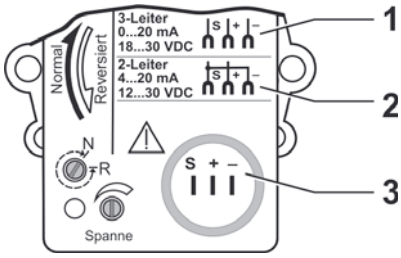

Fig. 6: Conexão elétrica
- para conexão com dois fios 12 a 30 V DC (fig. 6, pos. 2)
- para conexão com três fios 18 a 30 V DC (fig. 6, pos. 1)